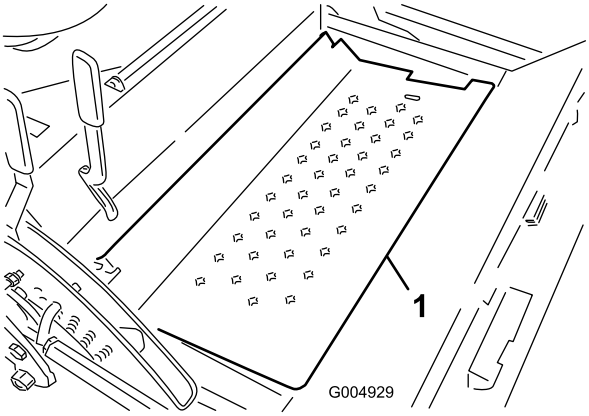

Figur 98
13. Drej gulvpladen for at åbne den (Figur 98), og fastgør den med støttepinden.